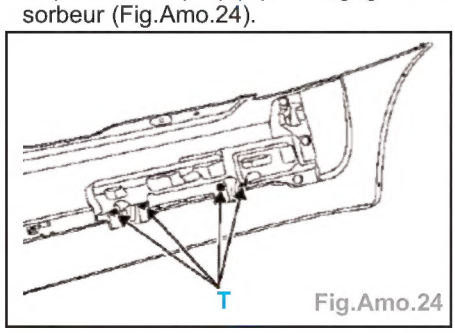

Fig.Amo.24
- Déposer les clips (T), puis dégager l'absorbeur (Fig.Amo.24).